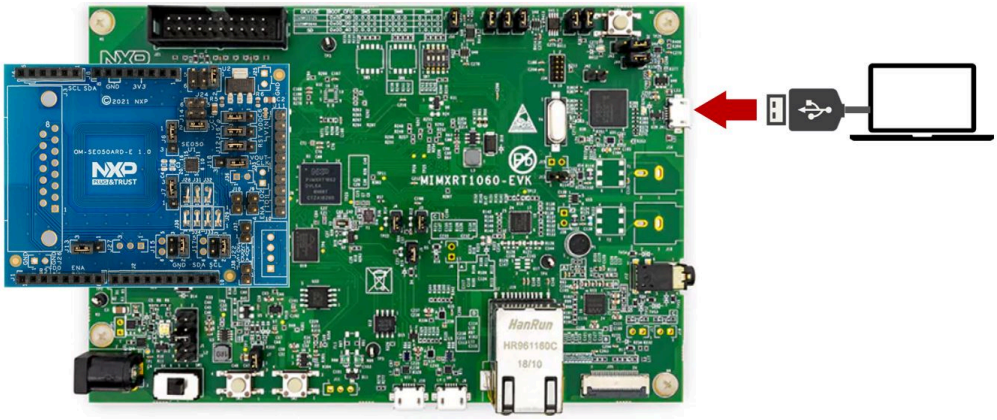
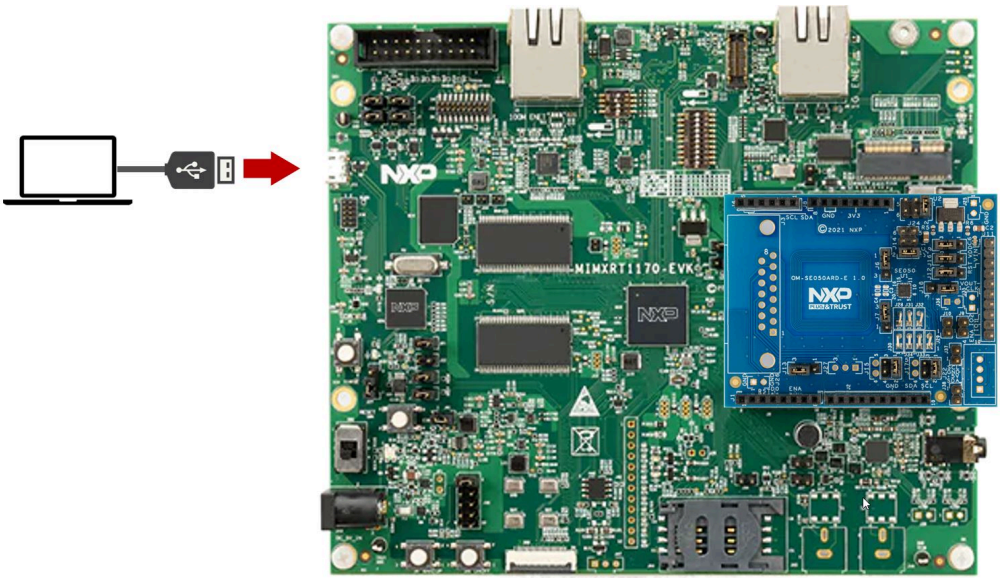

Figure 15. Connect i.MX RT1060 board to the laptop
Figure 16. Connect i.MX RT1170 board to the laptop
1. Attach a USB cable from the computer to the debug USB connector of your board. Figure 15 shows the connection with i.MX RT1060 board. Figure 16 shows the connection with i.MX RT1170 board.